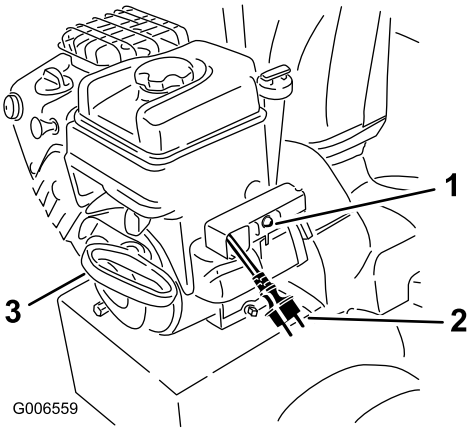

**Figur 30**
7. Starta maskinen genom att dra i startsnöret eller trycka på knappen till den elektriska startmotorn (Figur 30).